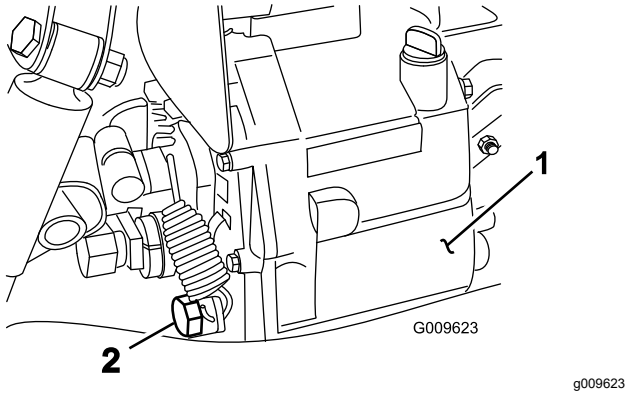

Bild 69
4. Nehmen Sie die Ablassschraube an der Seite des Behälters ab und lassen Sie das Hydrauliköl in die Auffangwanne ablaufen (Bild 69).